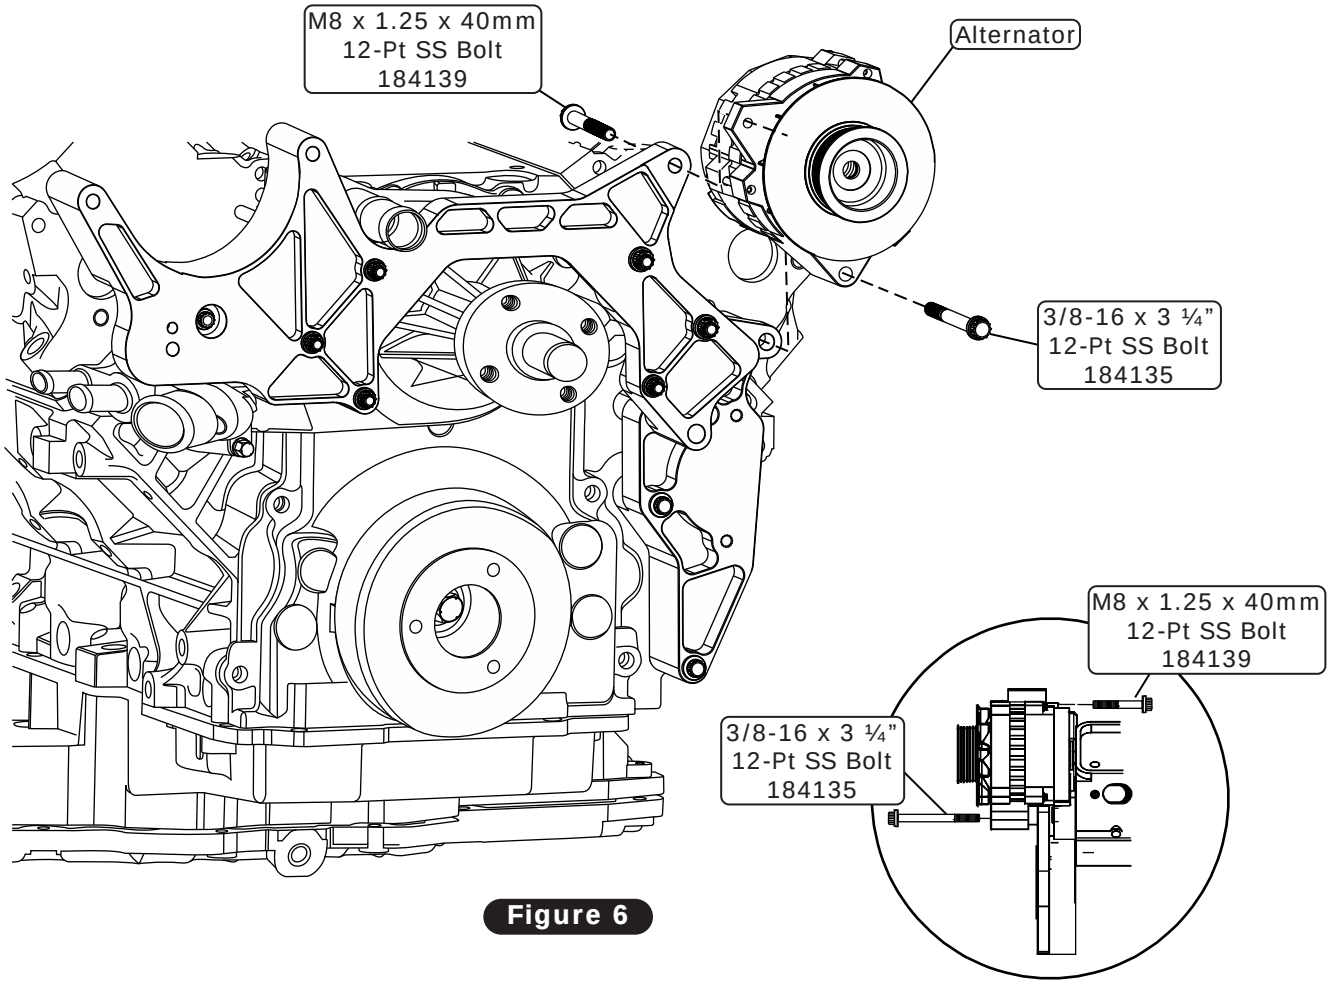

Figure 6
1. Install the alternator onto the main bracket assembly using a 8mm-1.25 x 40mm 12-Pt SS bolt for the top mount, and a 3/8-16 x 3 ¼" 12-Pt SS bolt for the bottom mount as shown in Figure 6, below. **NOTE: Once the alternator has been installed, fasteners can be torqued in place using a crisscross pattern. Torque 5/16" & 8mm bolts/studs to 22 lb ft. Torque 3/8" & M10 bolts to 37 lb ft.**